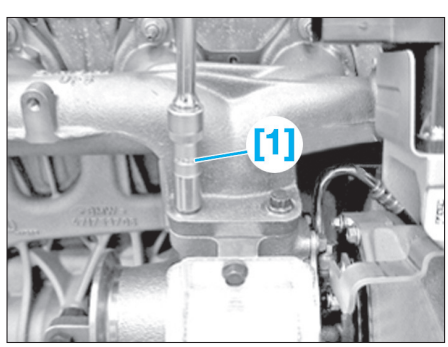

Fig. 83
- [1]. Douille six pans double réf. BMW 116050 **(Fig.83)**.
• Détacher les vis (11) puis déposer le support (12).
• A l'aide de l'outil [1], détacher les vis à douze pans du turbocompresseur **(Fig.83)**.